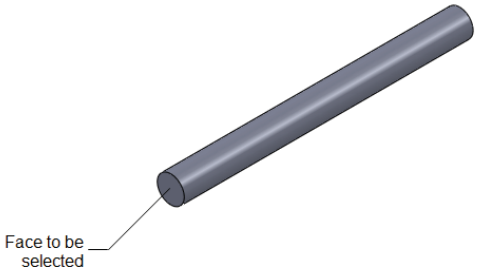

Figure 2-16 *Face to be selected*
2. Select the front planar circular face of the base feature as the sketching plane, refer to Figure 2-16; the sketching environment is invoked.